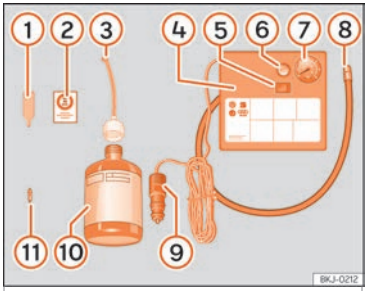

Fig. 65 Standard display: contents of the anti-puncture kit.
- Unscrew the tyre valve cap and insert. Use the ››› Fig. 65 ① tool to remove the insert. Place it on a clean surface.
- Shake the tyre sealant bottle vigorously ››› Fig. 65 ⑩.
- Screw the inflator tube ››› Fig. 65 ③ into the sealant bottle. The bottle's seal will break automatically.
- Remove the lid from the filling tube ››› Fig. 65 ③ and screw the open end of the tube into the tyre valve.
- Place the insert back into the tyre valve using the tool ››› Fig. 65 ①.
- Screw the compressor tyre inflator tube ››› Fig. 65 ⑧ into the tyre valve.
- Check that the air bleed screw is closed ››› Fig. 65 ⑥.
- Insert the connector ››› Fig. 65 ⑨ into the vehicle's 12-volt socket ››› page 178.
- Turn the air compressor on with the ON/OFF switch ››› Fig. 65 ⑤.
- Attach the sticker ››› Fig. 65 ② to the instrument cluster, within the driver's visual field.